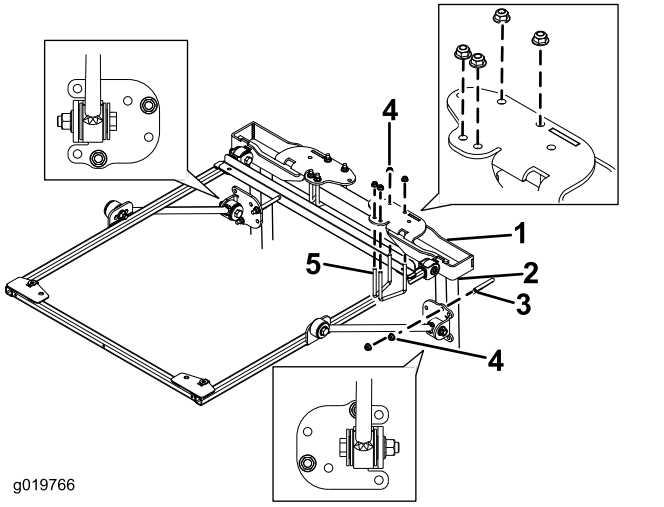

Figur 28
5. Sätt monteringsfästena till vältskyddet på traktorenhetens störtbåge (Figur 28). Kontrollera att störtbågen sitter mitt på monteringsfästena till vältskyddet.
6. Använd monteringshålen som visas i Figur 28 och montera vältskyddets fästen ovanpå störtbågen med två U-bultar (2 3/4 tum) och fyra flänsmuttrar.
7. Använd monteringshålen som visas i Figur 28 och fäst stagen till fästena löst på störtbågsstolparna med en U-bult (4 tum) och två flänsmuttrar.